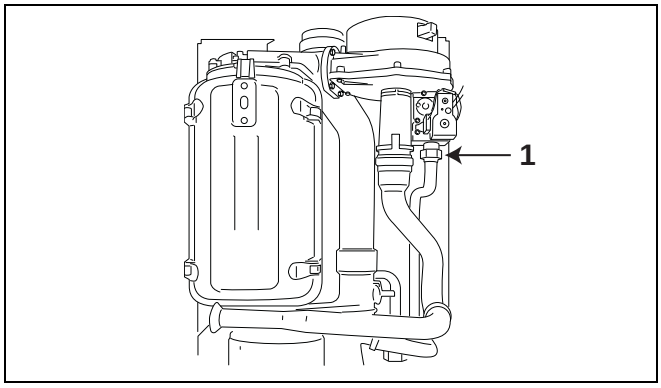

Рис. 43 Демонтаж подключения газа
- Демонтируйте соединение газопровода с газовоздушным блоком (→ рис. 43, [1]).